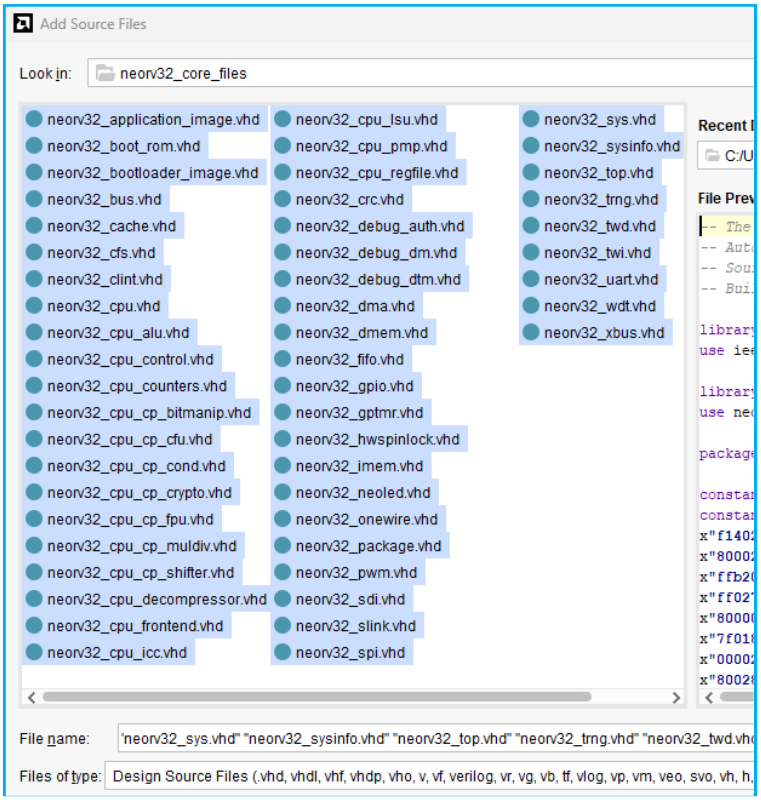

Fig.4. Ventana `Add Sources Files`.
7. En la ventana `Add Sources Files` acceder a la dirección donde se encuentren alojados los archivos RTL del NEORV32. Seleccionar todos los archivos y pulsar en `OK` (Fig.4).